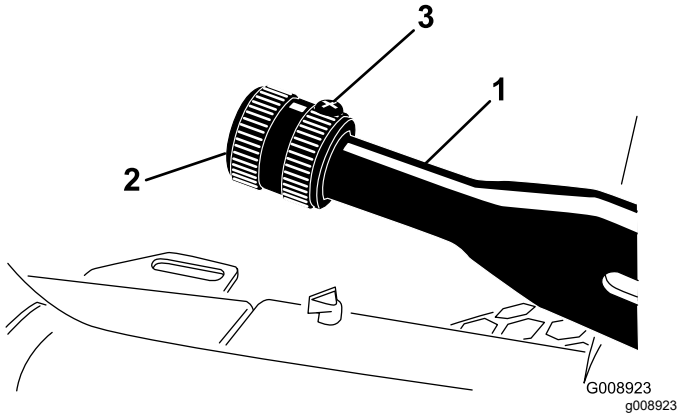

Figur 59
2. Løsn sætskruen, der fastgør skruen til parkeringsbremsehåndtaget (Figur 59).